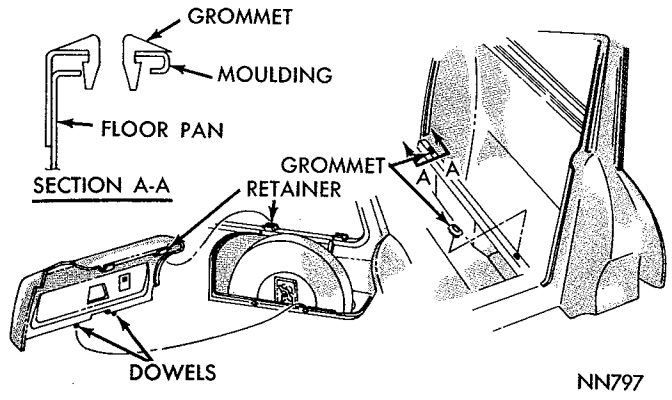
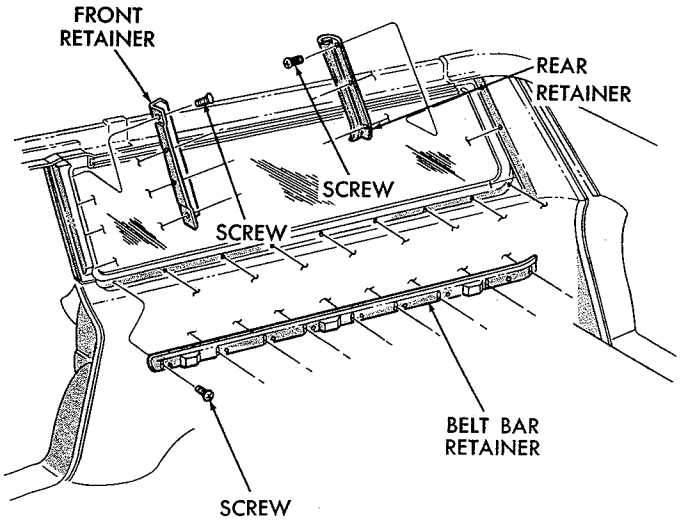
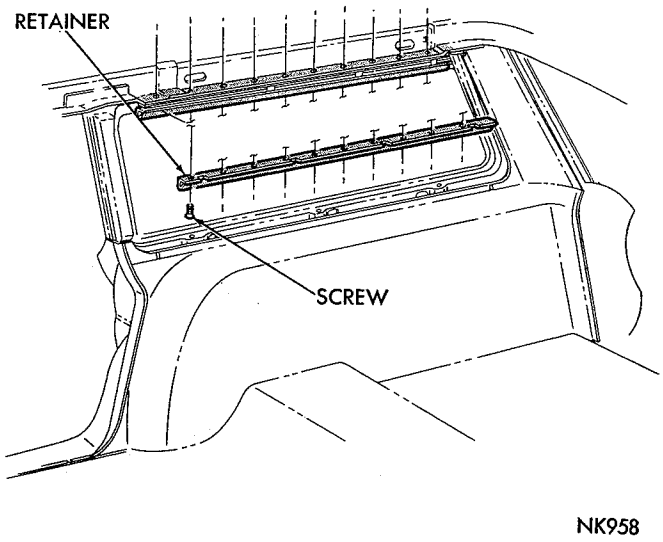

***Fig. 138—Spare Tire Cover***
***Fig. 139—Pillar and Belt Bar Retainers***
***Fig. 140—Quarter Window Retainers***
(1) Pull spare tire cover handle outward to release retaining clips on cover from clips on inner wheelhouse panel (Fig. 138).
(2) Pull the bottom portion of the cover outward until dowels are clear of grommets and remove cover.
(3) Remove quarter window garnish mouldings.
(4) Remove front upper pillar glass and weatherstrip lock retainer screws and retainer (Fig. 139).
(5) Remove rear upper pillar glass and weatherstrip retainer screws and retainer.
(6) Remove glass and weatherstrip belt bar retainer screw and retainer.
(7) Remove roof side rail support retainer from quarter window area (Fig. 140).
(4) Position roof side rail retainer (Fig. 140) to mating under surface of side rail support and install retaining screws.
(5) Position wheelhouse belt bar retainer to belt bar and install retaining screws (Fig. 139).
(6) Position rear pillar upper retainer on end of belt bar retainer and rear pillar. Install retaining screws.
(7) Position body lock upper front pillar retainer on end of belt bar retainer and pillar. Install retainer screws.
(8) Install garnish mouldings.
(9) Position spare tire cover dowels in grommets and push cover on retention clips (Fig. 138).